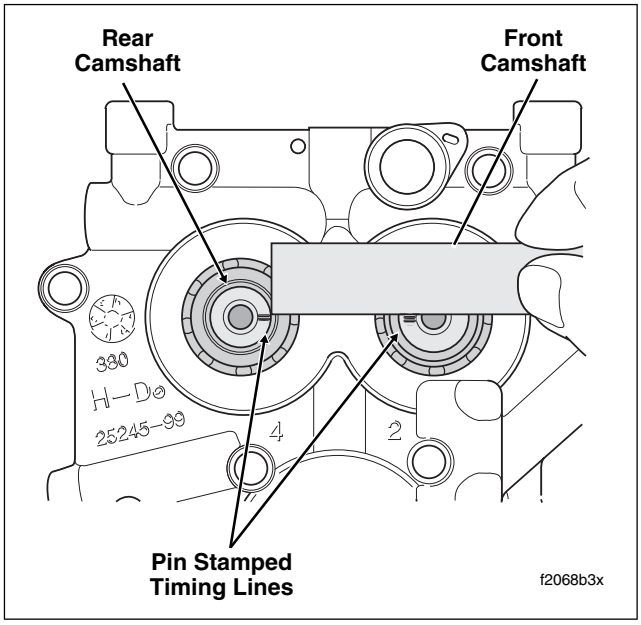

Figure 3-113. Verify Alignment of Timing Lines on Ends of Camshafts
17. Since the pin stamped timing lines on the secondary sprockets cannot be observed once the camshafts are pressed into the bearings, note that the outboard ends of the shafts have a second set of timing lines (although they may be somewhat difficult to see). Using a straightedge, verify that these timing lines are in alignment. See Figure 3-113. If they are not, then the camshafts must be removed and reinstalled (with a new bearing set).